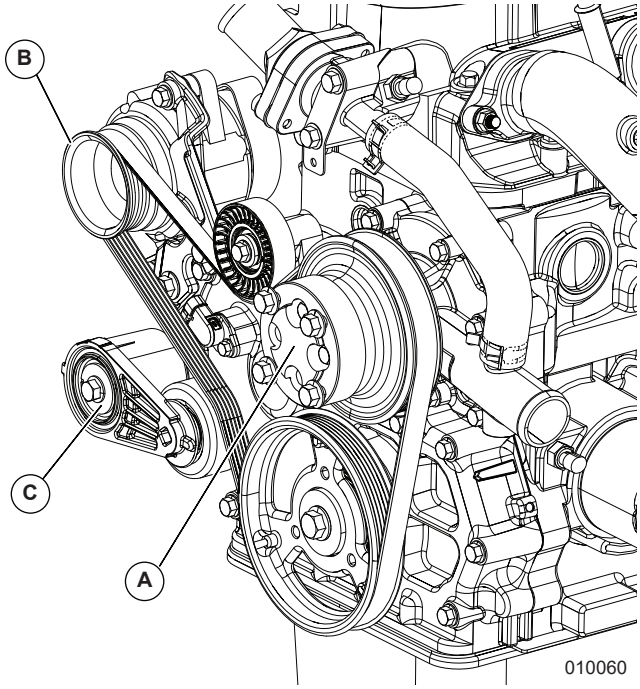

Figure 5-11. Accessory/Drive Belt
2. See ***Figure 5-11***. Inspect belt and rotating components.